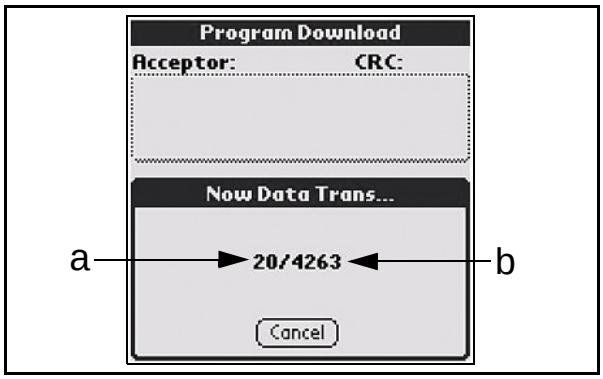

Figure 7-15 Download Transfer Screen
4. During the download, incrementing numbers will appear in an inset **Now Data Trans...** Window left of the correct final value shown at right (See Figure 7-15 a).
NOTE: Ensure that the number of data bytes loaded versus the total data bytes needed to complete the download process agree when the download is complete (i.e., a = b in Figure 7-15).